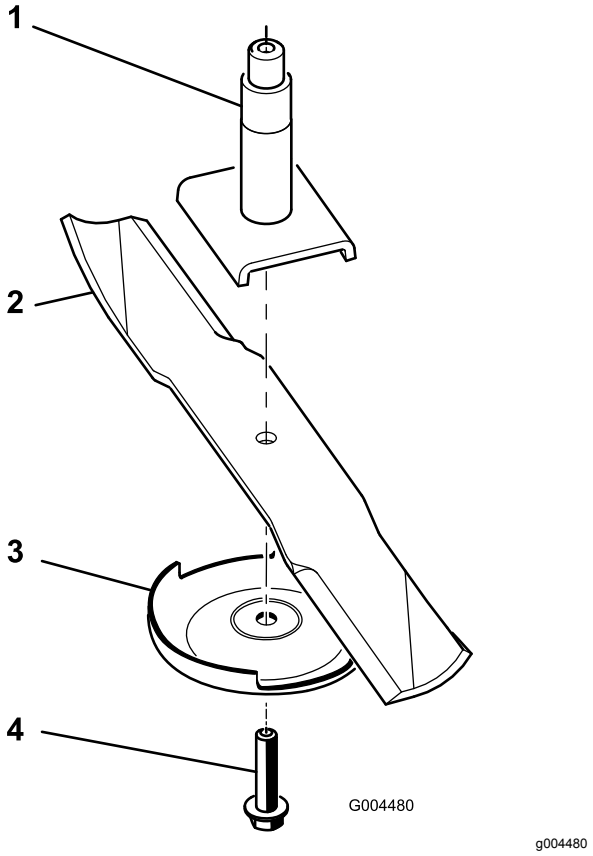

Figur 68
2. Rotera knivskruven medsols för att ta bort skruven (Figur 68).
3. Avlägsna antiskalplåten och kniven från spindelaxeln (Figur 68).